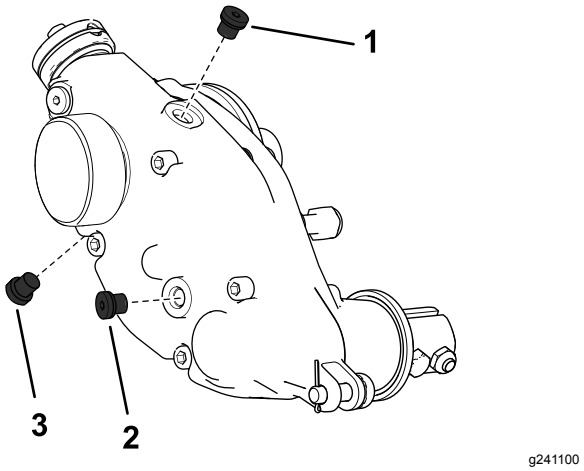

Рисунок 27
2. Снимите пробку сливного отверстия в нижней части корпуса (Рисунок 27).
3. Отверните пробку заливного отверстия в боковой части корпуса и ослабьте пробку выпуска воздуха сверху, чтобы обеспечить проход воздуха (Рисунок 27).